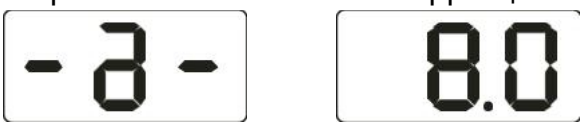

Рис. 8-1
стороны обода колеса), как показано на рис. 8-1. Станок готов к вводу данных обода колеса.
9.1 Включите станок. После включения питания станка выполняется процедура инициализации (см. рис. 8-1), установите на вал любое колесо среднего размера. Сравнительно сбалансированное, на котором можно закрепить грузик. Затем выполните шаги 8.2 ввода данных обода.